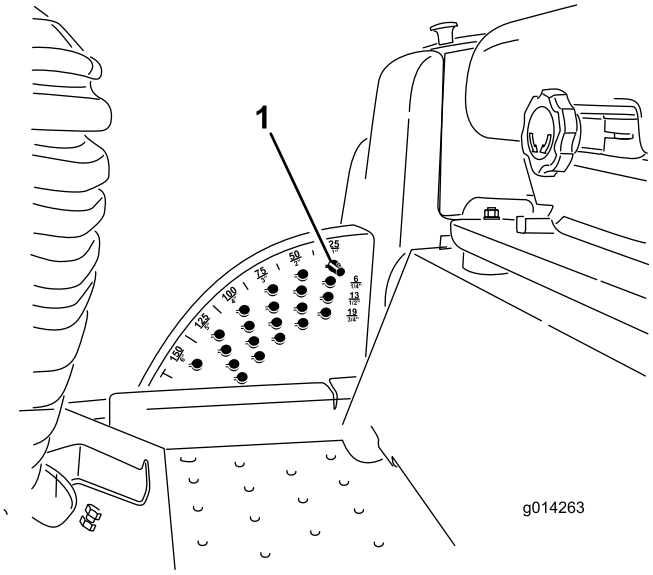

Figura 16
togliete la spina di fermo dell'altezza di taglio (vedere Regolazione dell'altezza di taglio) e inseritela nella posizione dell'altezza di taglio di 15 cm (Figura 16).
1. A motore acceso, tirate indietro l'interruttore di sollevamento del piatto di taglio fino a sollevare completamente il piatto e **rilasciate immediatamente l'interruttore** (Figura 16).
2. Per eseguire una regolazione, girate la spina di arresto fino a quando la protuberanza sulla medesima non si trova allineata con gli intagli previsti nei fori della staffa dell'altezza di taglio, quindi rimuovetela (Figura 16).
3. Nella staffa dell'altezza di taglio scegliete un foro corrispondente all'altezza di taglio richiesta, inserite la spina e bloccatela per mantenere questa posizione (Figura 16).
Nota: Vi sono quattro file di fori di posizionamento (Figura 16). La fila superiore fornisce l'altezza di taglio elencata sopra la spina. La seconda fila fornisce l'altezza elencata più 6 mm. La terza fila fornisce l'altezza elencata più 12 mm. La fila inferiore fornisce l'altezza elencata più 18 mm. La posizione di 15,8 cm ha un solo foro, situato nella seconda fila, che non aggiunge 6 mm alla posizione di 15,8 cm.